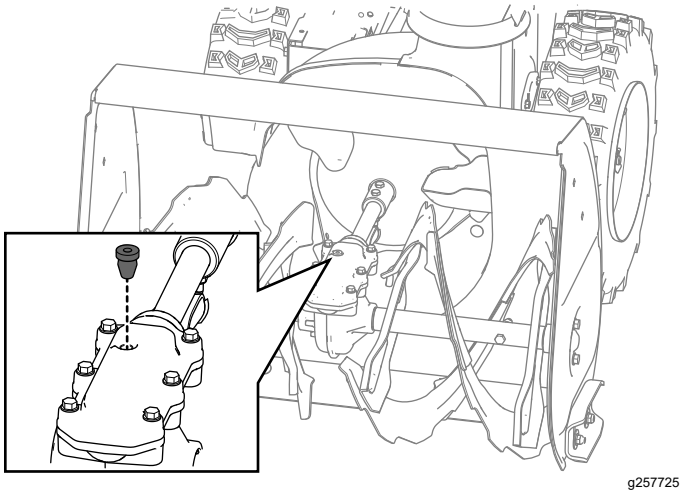

Figur 37
2. Rengör området runt rörpluggen och ta bort rörpluggen från växellådan (Figur 37).